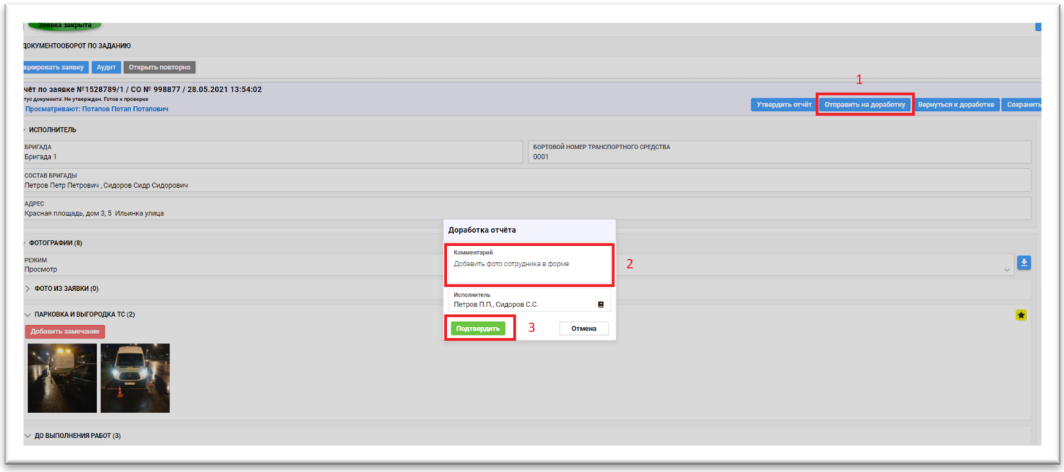

Рисунок 108
- Если аналитик в ходе проверки находит ошибки в отчёте, то он отправляет отчёт на доработку бригаде с указанием причины в комментарии или добавляет замечания в поле с ошибкой. После того как бригада внесёт правки, она повторно отправляет аналитику отчёт на проверку (Рис. 108)